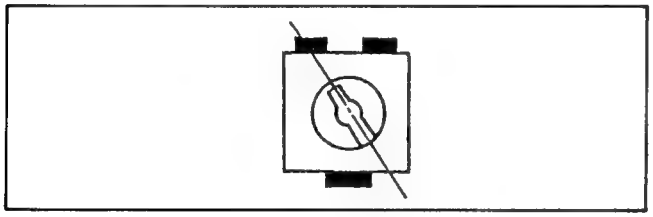

Fig. C24
(1) Aim the camera at the white chart.
(2) Supply the video signal to the vectorscope.
(3) Rotate VR101 and VR102 fully clockwise as shown in Fig. C24